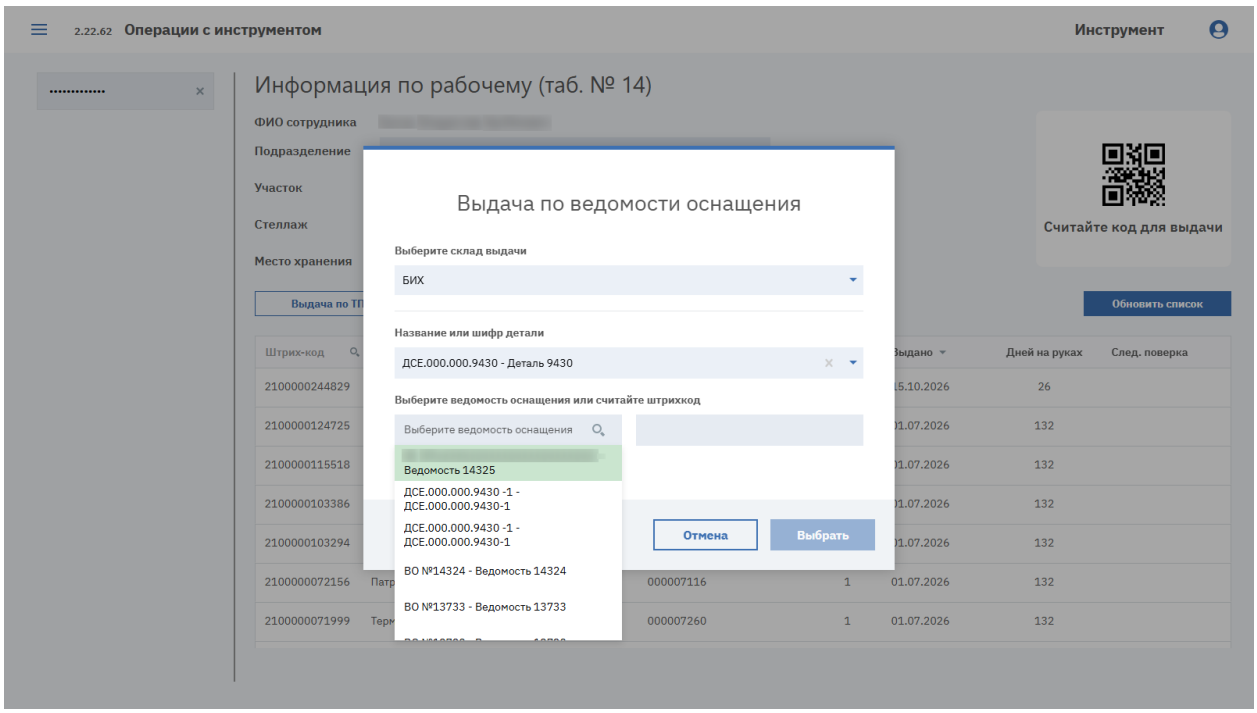

Рисунок 152. Выбор ведомости оснащения
3. В поле «Название или шифр детали» выберите деталь. В поле ведомости отобразятся ведомости оснащения этой детали в формате «№ - наименование» (см. Рисунок 152).